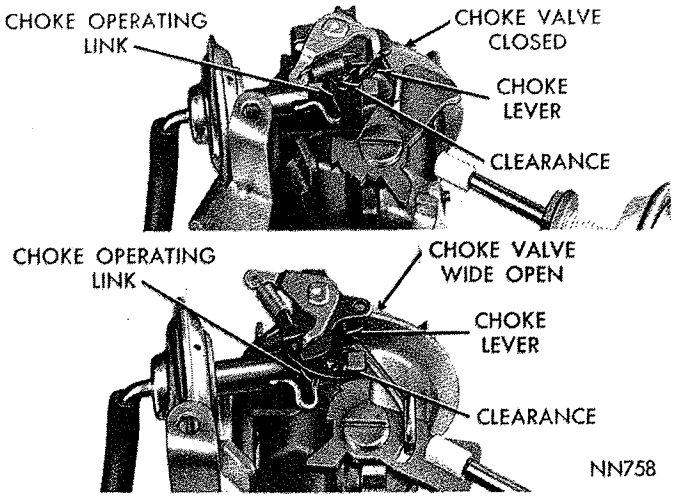

***Fig. 13—Choke Operating Link Clearances***
(8) With no vacuum applied to diaphragm, some clearance should exist between choke operating link and choke lever slot, in both the open and closed choke valve positions, as shown in (Fig. 13). **This clearance is necessary to allow the choke valve to close for starting as well as fully open, after the engine reaches the normal operating temperature.**